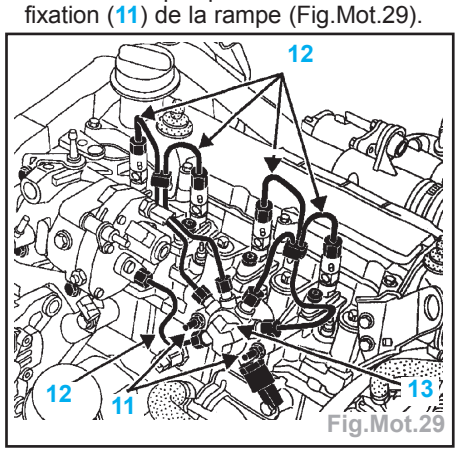

Fig.Mot.29
- Dévisser de quelques filets les écrous de fixation (11) de la rampe (Fig.Mot.29).
- Dévisser de quelques filets les écrous de fixation (**11**) de la rampe (Fig.Mot.29).